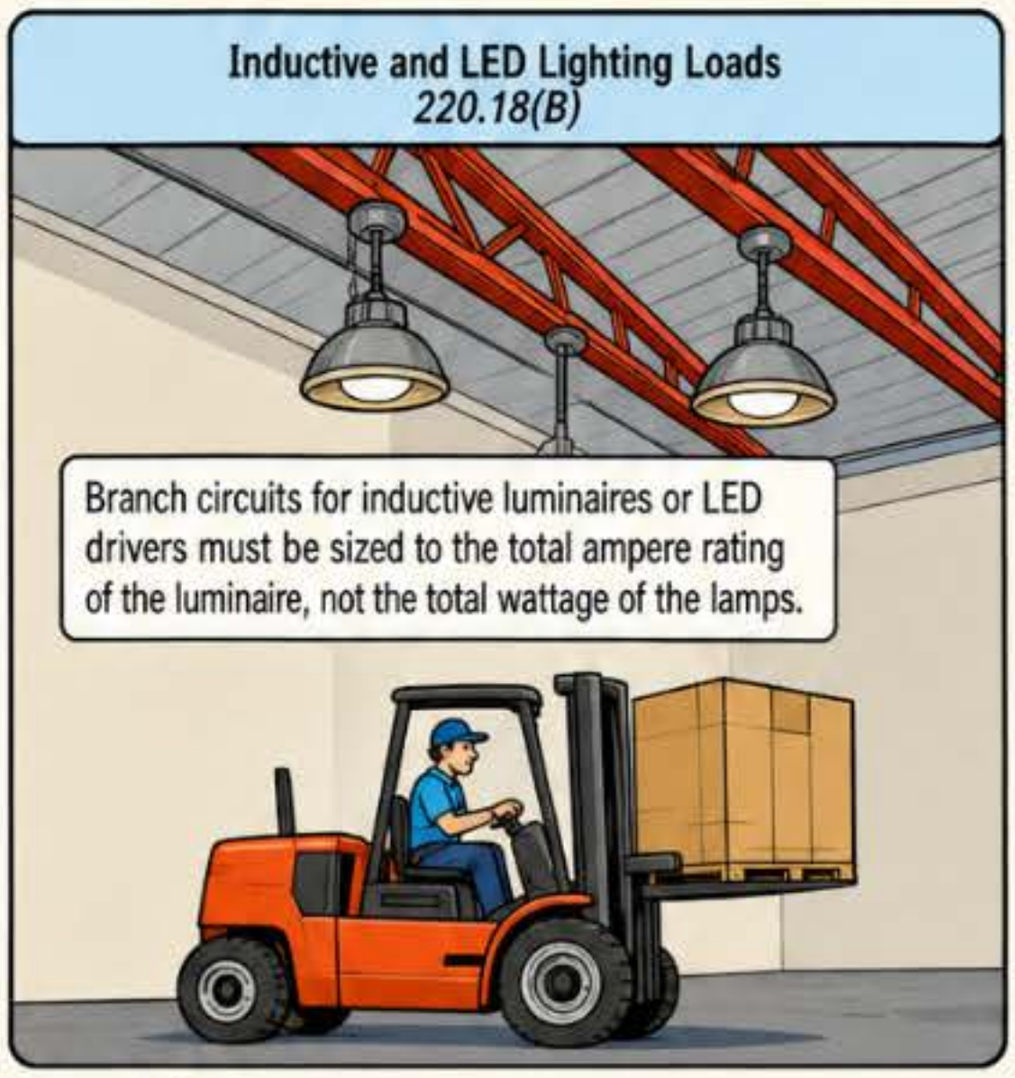

Figure 220-19
(B) Inductive and LED Lighting Loads. Branch circuits that supply inductive and LED driver lighting loads must be sized to the ampere rating of the luminaire, not to the wattage of the lamps. Figure 220-19